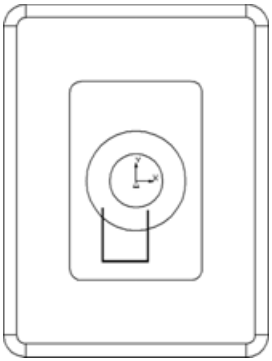

Рис. 5.40
- Включите кнопку **Вертикаль** панели расширенных команд и последовательно укажите мишенью на отрезки 1-2 и 3-4 (рис. 5.39). Отрезки примут вертикальную ориентацию (рис. 5.40).